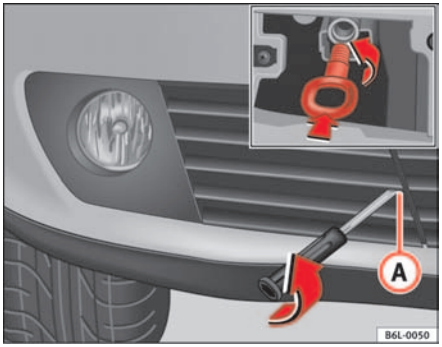

Fig. 157 Towing eye at the front of the vehicle
– Remove screw (A) ⇒ page 217, fig. 157.